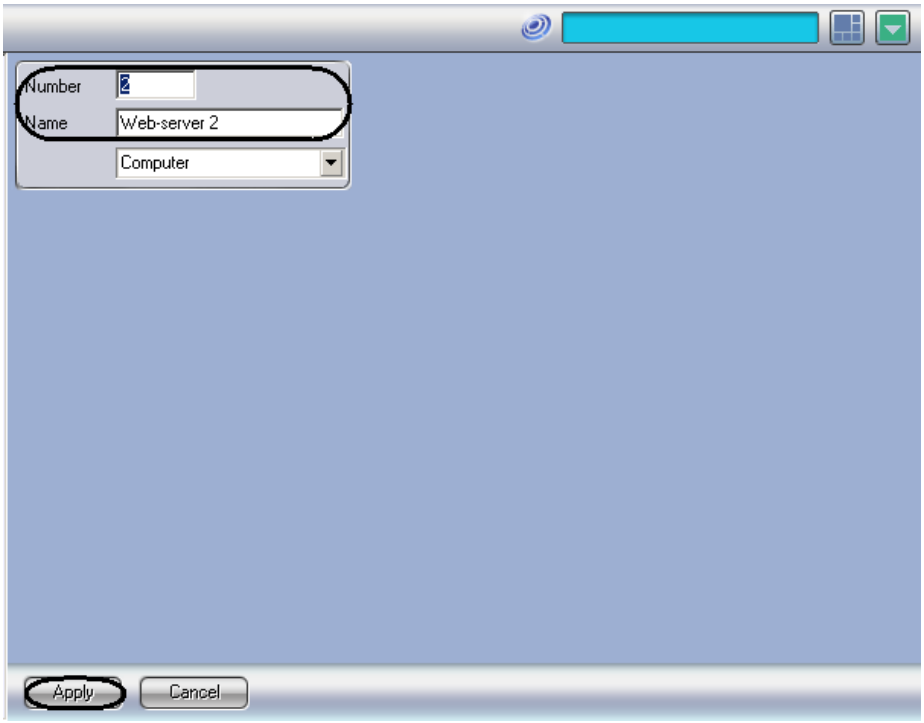

Figure 8.16-3 Setting up the name and number of the "Web-server" object
3. Set the number and name of Web-server object and then click Apply button (Figure 8.16-3).